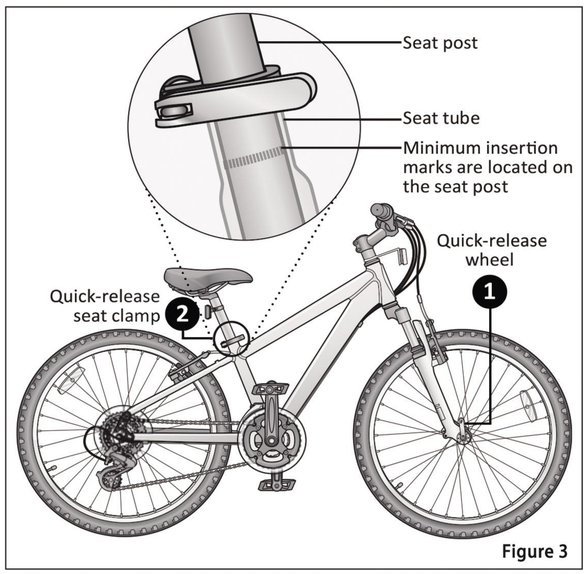

Figure 3
1. Some bicycles will come equipped with quick-release levers for the front wheel. The wheels must be securely locked. Ensure the wheel quick-release lever is firmly locked in place. **Figure 3**